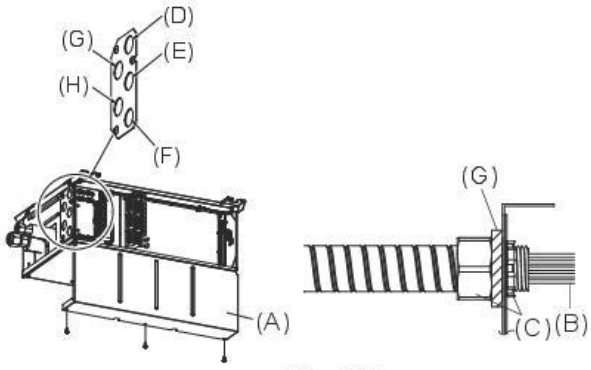

Fig. 8-5
8.3. Cuando se utiliza un conducto de cableado (Fig. 8-5, 8-6, 8-7)